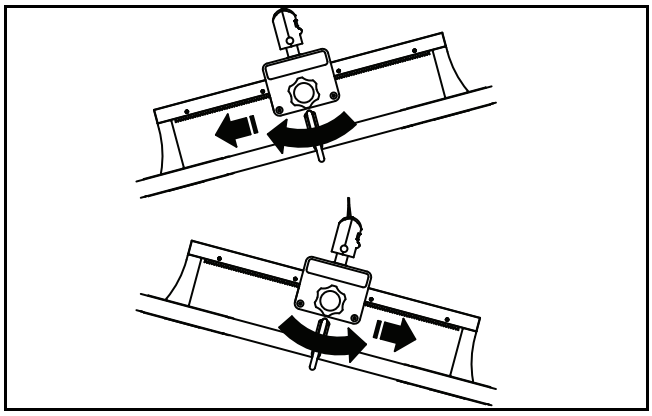

Fig. 10
4) For at bårerammen skal kunne hænge vandret, drej begge knopper for at flytte støttebeslaget henimod den tungere ende (pegende nedad) af bårerammen (se Fig. 10).